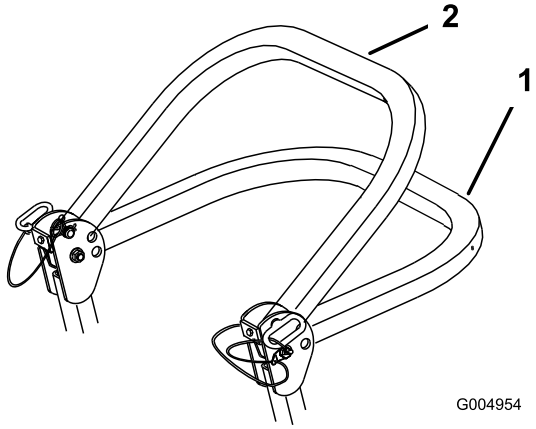

Rysunek 8
2. Opuść pałąk. Istnieją dwie pozycje dolne. Pozycje zostały pokazane na Rysunek 8.